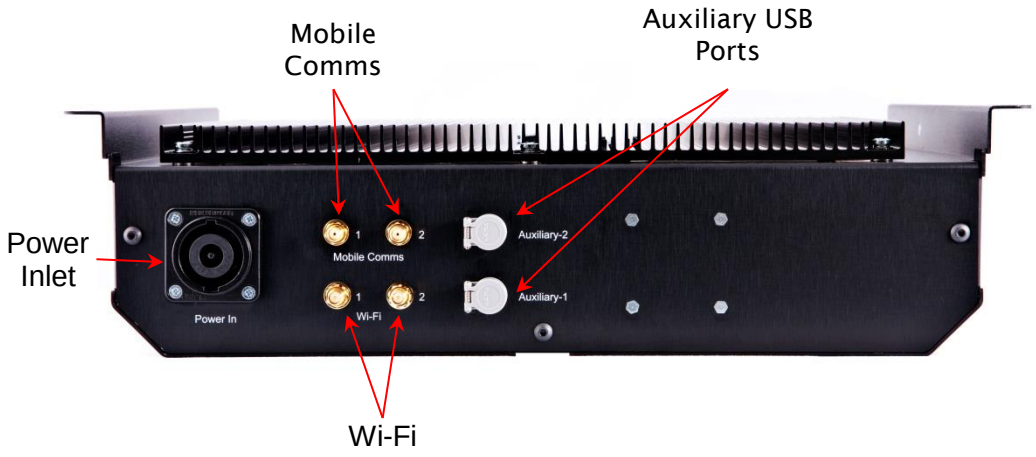

Figure 11: Hub Unit Top Connectors
- **Mobile Comms:** For both Wi-Fi and 3G Comms two ports, primary and secondary (1 & 2) as shown in Figure 11, are provided to allow the connection of external antennas to the (optional) internal 3G/Wi-Fi modem.